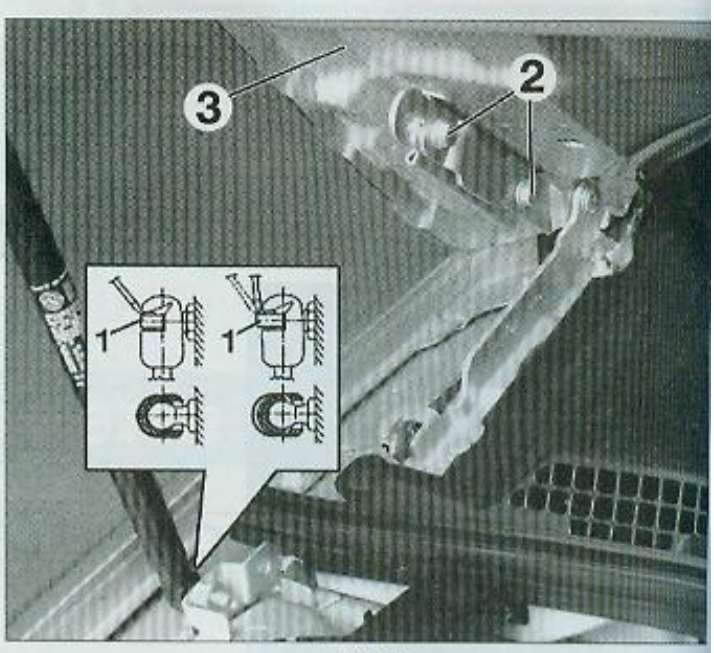

FIG. 6
- De chaque côté **(Fig.6)** :
- soulever (sans les déposer) les agrafes de fixation des vérins (1) sur le capot moteur.
- déposer les vis de fixation (2).
- Déposer le capot moteur (3).